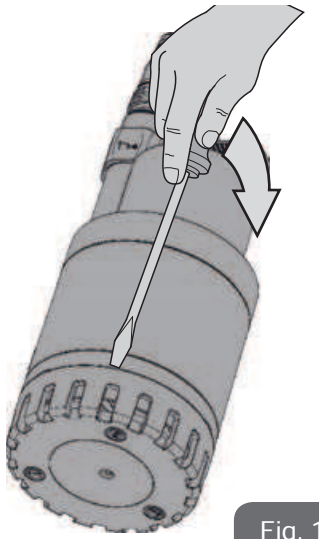

Fig. 10
- A Lossa insugningsgallret genom att föra in en skruvmejsel mellan pumpens mantel och insugningsgallret och vrida på den (fig. 10).
- Lossa insugningsgallret genom att föra in en skruvmejsel mellan pumpens mantel och insugningsgallret och vrida på den (fig. 10).